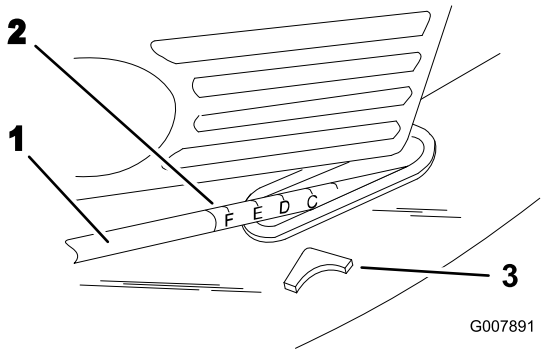

Figuur 17
3. Om de maaimachine in de gewenste maaihoogtestand te zetten, drukt u de maaihoogtehendel omhoog of omlaag. Gebruik hierbij de wijzer en maaihoogteinstelling op de verbindingsstang (Figuur 17).